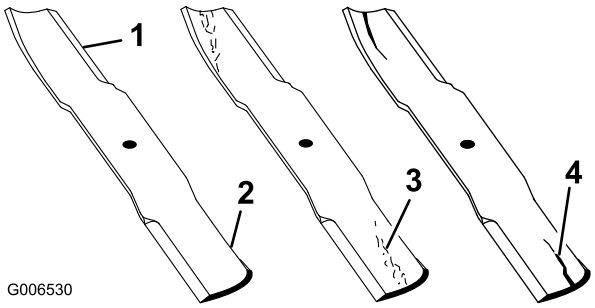

Figur 90
1. Kontrollera eggarna (Figur 90). Om eggarna är slöa eller har hack ska knivarna tas bort och slipas. Se Slipa knivarna.
2. Kontrollera knivarna, speciellt den böjda delen (Figur 90). Montera omedelbart en ny kniv om du upptäcker skador, slitage eller spårbildning i detta område (Figur 90).